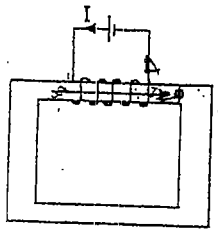

Figura 3
5.- En la Figura 3 (ver última página) el sentido de circulación del flujo esta bien señalado.